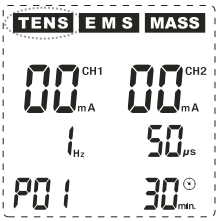

Abb. 23
Die von Ihnen vorgenommenen Einstellungen in den einstellbaren Programmen werden im Gerät gespeichert und können wieder abgerufen werden. Wenn Sie diese Einstellungen löschen und die Programme auf die Grundeinstellungen zurücksetzen möchten, können Sie wie folgt vorgehen: Öffnen Sie die Abdeckung des Batteriefaches (siehe auch S. 12) und entnehmen Sie eine der Batterien. Halten Sie dann die Taste ⑨ (CH2⊖) gedrückt und setzen Sie dabei die vierte Batterie wieder ein. Die blaue Display-Beleuchtung schaltet sich an und zeigt ein leeres Display. Nach einigen Sekunden werden zwei Signaltöne ausgegeben und alle einstellbaren Programme sind wieder auf die werkseitigen Grundeinstellungen gemäß den Tabellen von Seite 22 - 26 zurückgesetzt. Das Display zeigt nun im Grundmodus wieder das Programm 1 (P01) des TENS-Modus (TENS blinkt - siehe Abb. 23).